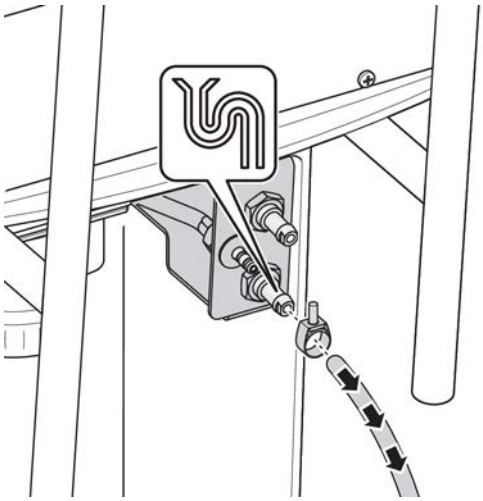

Figure 2-20. Connection of the drain tube
1) Connect the drain tube to the drain connector according to Figure 2-20 "Connection of the drain tube" on page 33. Use hose clamp 100334015.